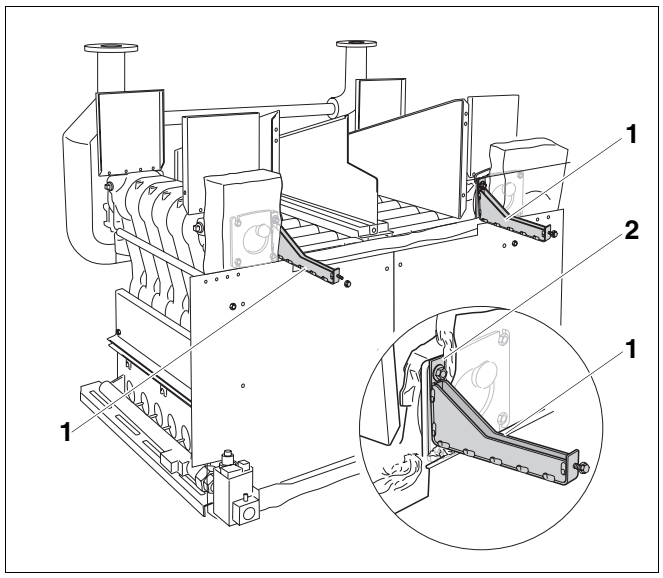

Afb. 47 Houders monteren
- Draai de binnenste schroef bovenaan aan de blindflens (afb. 47, **pos. 2**) links en rechts los en schroef de houders van de condensatie-eenheid (afb. 47, **pos. 1**) links en rechts aan de blindflens.